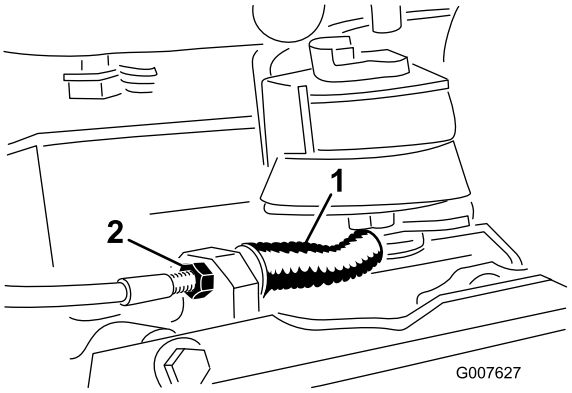

Bild 27
3. Wenn Sie die Zugspannung erhöhen möchten, lösen Sie die Klemmmutter des vorderen Zugs und ziehen Sie die Klemmmutter des hinteren Zugs an (Bild 27), bis eine Kraft von 2,3 bis 3,2 kg benötigt wird, um die Bremse zu aktivieren. Messen Sie die Kraft am Handrad. Stellen Sie sie nicht so fest ein, dass das Bremsband schleift.